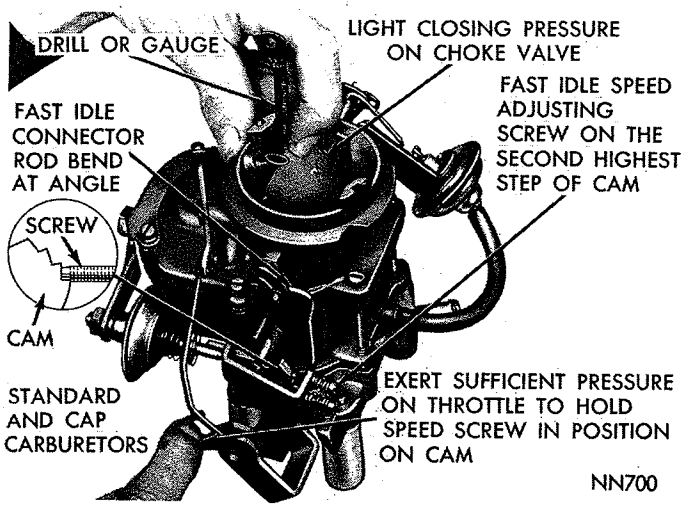

***Fig. 14—Fast Idle Cam Position Adjustment***
(1) With fast idle speed adjusting screw contacting step on the fast idle cam shown in (Fig. 14), move choke valve toward closed position with light pressure. Insert a Number 41 drill (.095") (manual trans. or automatic trans.) between the choke valve and wall of the air horn.
(2) An adjustment will be necessary if a slight drag is not obtained as the drill or gauge is being removed.
(3) If an adjustment is necessary, bend fast idle connector rod at angle, using Tool T109-213, until correct valve opening has been obtained. Refer to (Fig. 14).